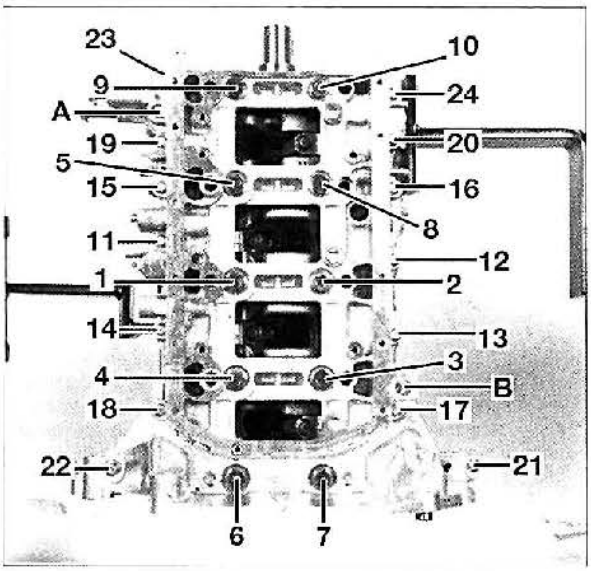

FIG. 64
• Montar el cárter de tapas de apoyos de cigüeñal en el bloque motor centrándolo con los dos pasadores PSA 194.N en (A) y (B) **(fig. 64)**.
• Apretar el cárter de tapas de apoyos en el orden indicado **(fig. 64)** y al par prescrito.